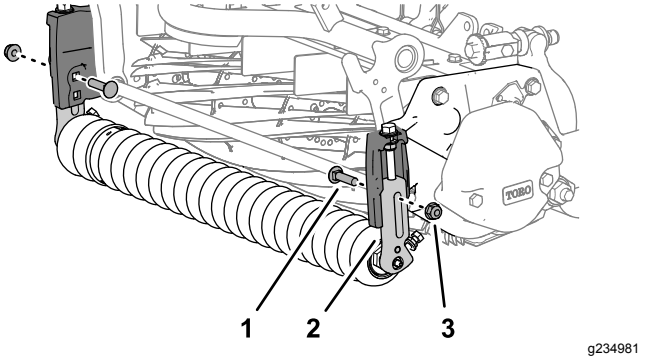

Figura 3
3. Su un lato dell’apparato di taglio rimuovete il bullone a testa tonda e il dado flangiato che fissano la staffa dell’altezza di taglio alla piastra laterale (Figura 3).
5. Ripetete le operazioni descritte al punto 3 per la staffa dell’altezza di taglio posta sull’altro lato dell’apparato di taglio e rimuovetela (Figura 3).